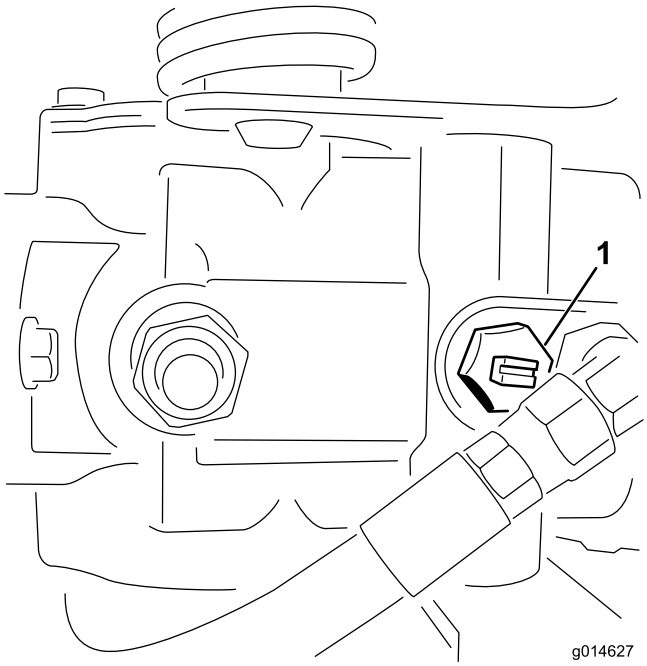

Figur 41
1. Lokalisera överströmningsventilen på pumpen och vrid den så att skåran är lodrät (Figur 41).
2. Stäng överströmningsventilen genom att vrida den så att skåran är vågrät (Figur 41) innan du startar motorn. Starta inte motorn när ventilen är öppen.